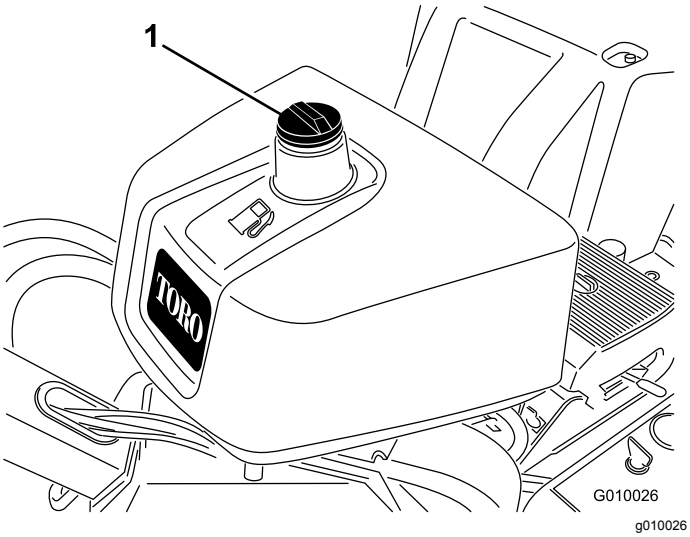

Figur 16
2. Rengør området omkring brændstofdækslet og afmonter det (Figur 16).